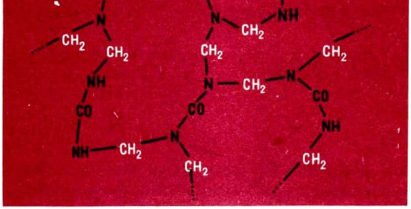

Abb. 46 Struktur eines Aminoplasts
Die aus Harnstoff und Methanal hergestellten Aminoplaste sind keine linearen Moleküle, sondern haben eine ähnliche, räumlich vernetzte Struktur wie die Phenoplaste (Abb. 46) (Experiment 41). Die Aminoplaste sind farblose oder helle Stoffe mit geringer Dichte, guter mechanischer Festigkeit und Chemikalienbeständigkeit. Sie sind als Isolatoren verwendbar. Wie die Phenoplaste sind sie nach dem Aushärten in der Wärme nicht mehr formbar. Aminoplaste werden auf Grund der genannten Eigenschaften in der Elektroindustrie, als Isolierungsmaterial in der Kältetechnik und in der Bauindustrie, zur Herstellung von technischen Teilen und Gebrauchsgegenständen verwendet. ①②